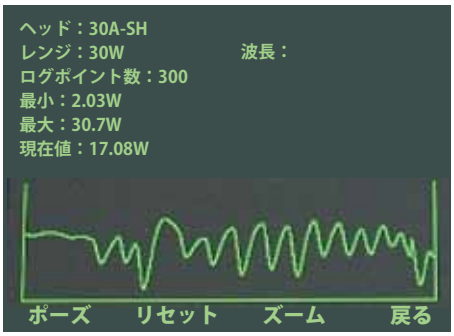

図 4.4　レーザパワー vs 時間
3. ログを押してパワーグラフ画面を表示する。（図 4.4）「Go」を押すと瞬時に測定画面が表示される。「Go」が「ポーズ /Pause」に変更される。ロギングの途中で一時停止する場合は、「ポーズ /Pause」を押す。再度測定を開始する場合は、「ポーズ /Pause」を再度押す。データの登録量がいっぱいになると「FULL」とフラッシュしながら表示される。「ズーム /Zoom」を押すと現在表示値の 5 倍に拡大される。「ズーム /Zoom」を再度押すと拡大表示がキャンセルされる。もしも現在の測定データを保存しないで、新たに測定を開始する場合は、「リセット /Reset」を押す。新しいグラフを表示する前に下記をご参照ください。